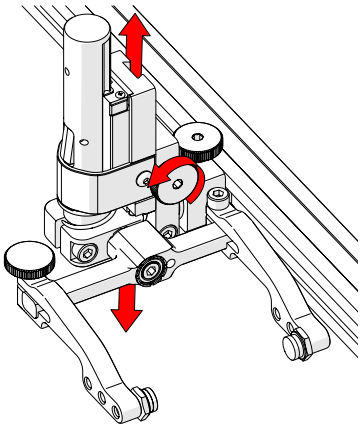

Fig. 115 - Vertical adjustment
2. The vertical adjustment knob allows the vertical probe holder height adjustment *(Fig. 115)*.